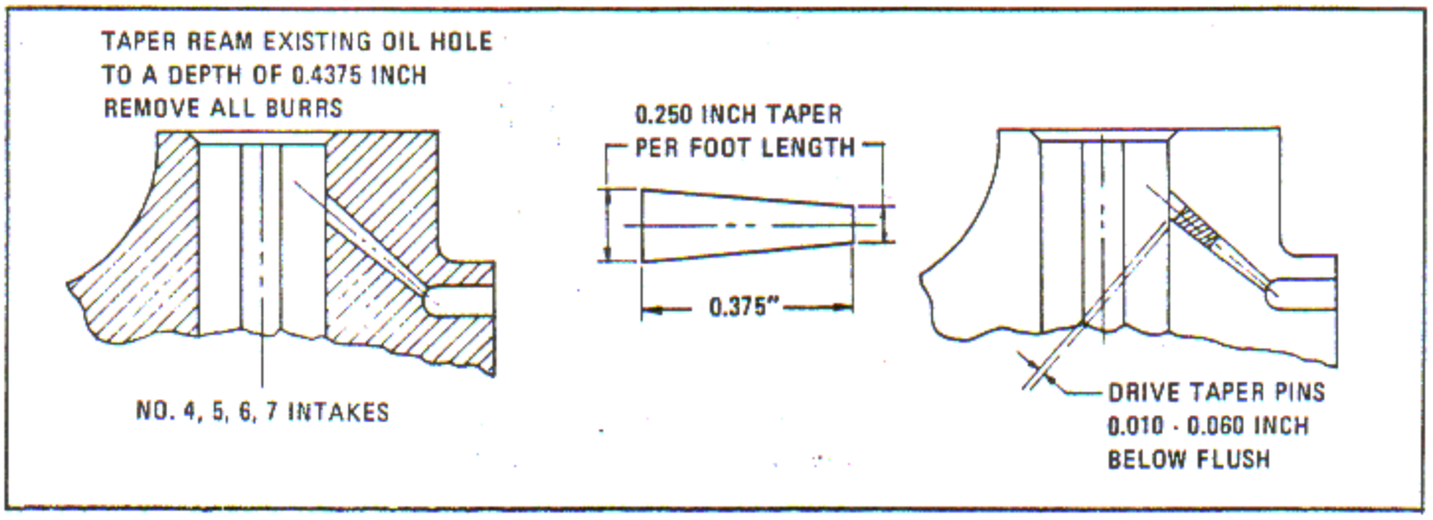

Figure 6-38. Intake Tappet Guide Oil Feed Hole Plug Installation
a. Ream the existing oil feed holes to a depth of 0.4375 inch using a number 3/0 (0.1302 - 0.1029) inch taper pin reamer held in a tee handle tap wrench. See figure 6-38.